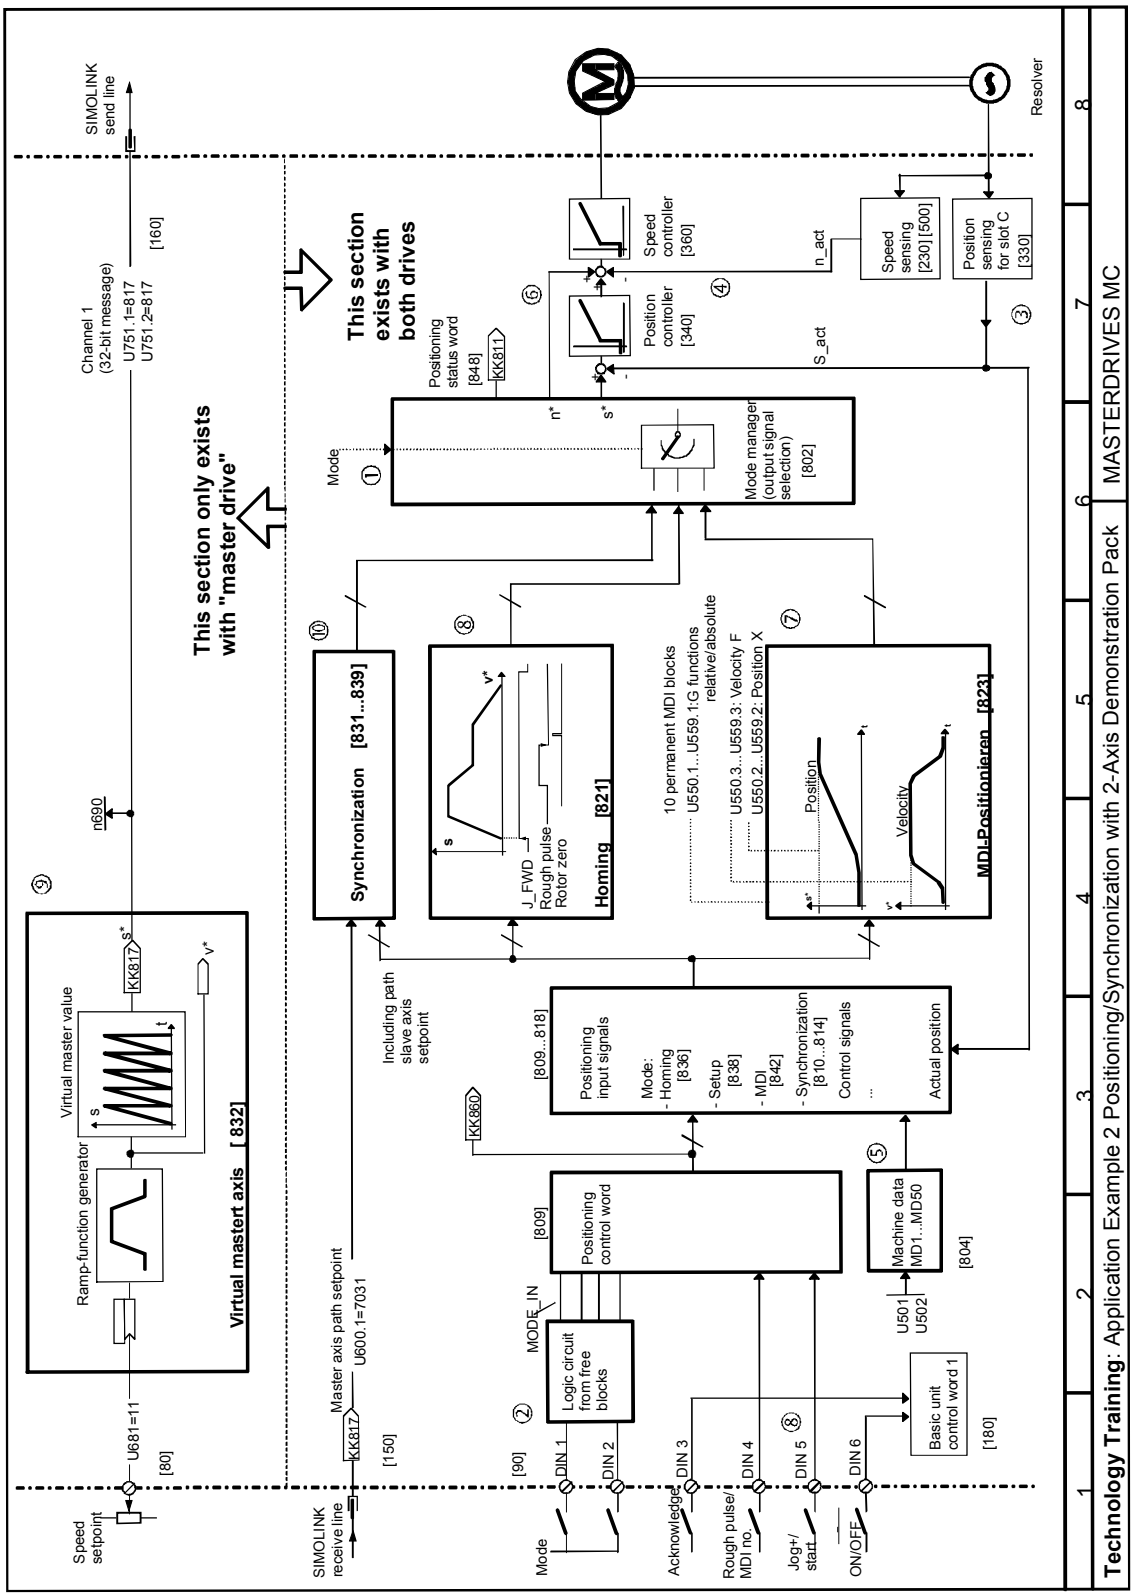

Fig. 9-45 Application Example 2: Positioning/Synchronization with 2-Axis Demonstration Pack
The overview diagram in Fig. 9-45 shows how the technology functions are interconnected.
Fig. 9-45 shows the digital input assignments used in this example ②.